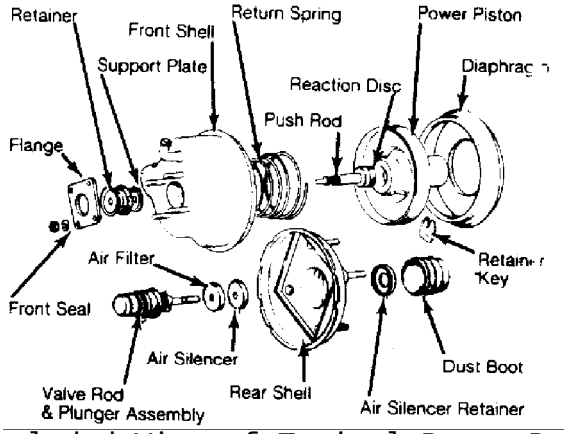

Fig. 8: Exploded View of Typical Power Brake Unit
2) From rear of cylinder bore, remove retaining ring , washer, primary piston assembly, and return spring. Remove stopper bolt and secondary piston by blowing compressed air through the outlet port. See Fig. 8.